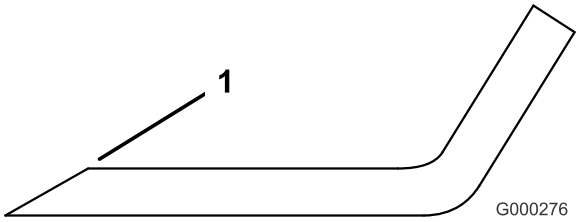

Figur 95
1. Anvend en fil til at slibe begge ender af skærekniven (Figur 95).